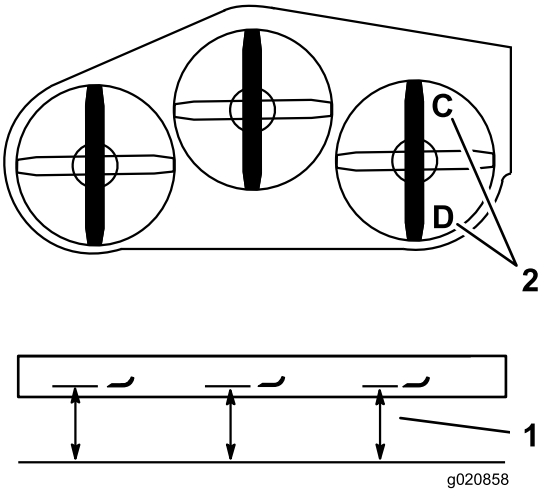

Figur 84
1. Placer højre kniv på langs (Figur 84).
2. Mål den højre kniv ved punktet **C** fra en plan overflade til knivspidsens skarpe kant, og noter dette tal ned (Figur 84).
3. Mål den højre kniv ved punktet **D** fra en plan overflade til knivspidsens skarpe kant, og noter dette tal ned (Figur 84).
4. Plæneklipperens skærekniv skal være 6 til 10 mm lavere ved punkt **C** end ved punkt **D** (Figur 84). Hvis det ikke er korrekt, skal du gøre følgende: